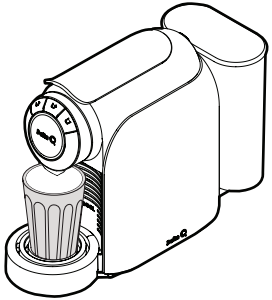

Fig. 15: Extraire une boisson à l'aide d'un verre haut.
- Placez un verre haut sur le plateau d'appui pour les tasses, sous le bec verseur (voir **Fig. 15**).